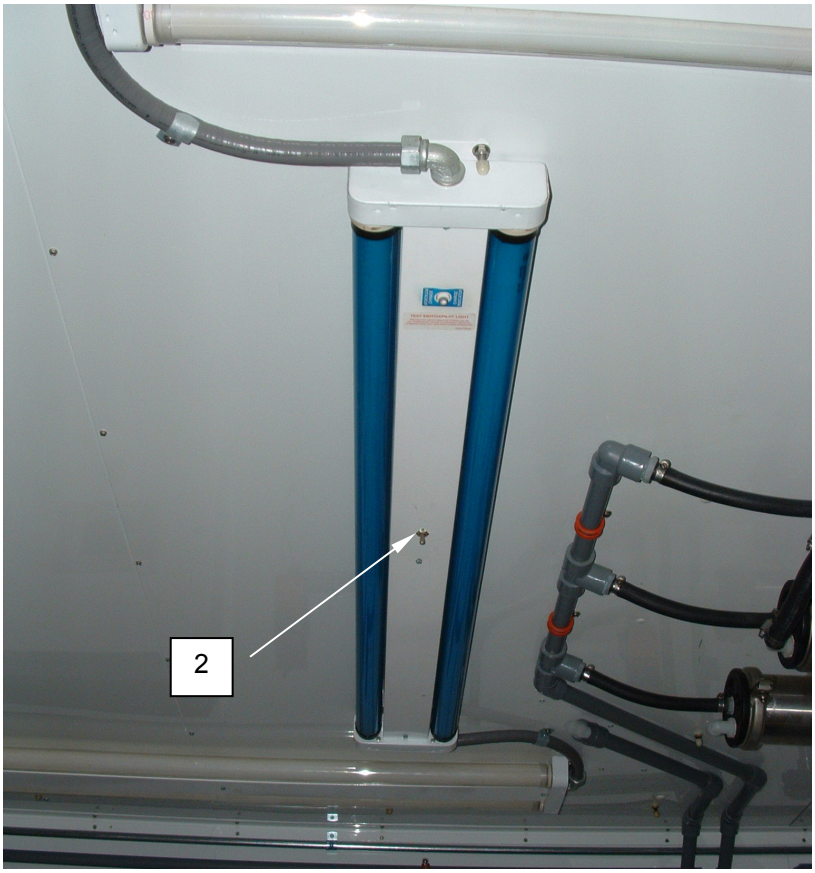

Figure 2. Switch on the Battery Backup for Emergency Lighting.
1. Switch ON the battery backup switch **(Figure 2, Item 2)** for emergency lighting.